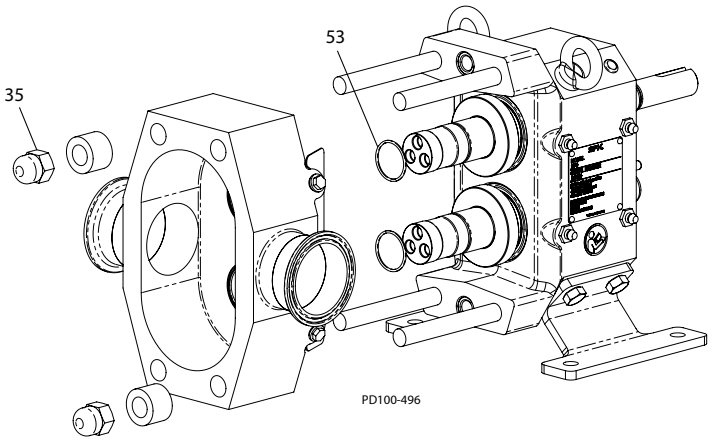

Afbeelding 54 - Installatie van het huis
1. Installeer de o-ringen van de motornaaf (Afbeelding 54, item 53) in de groef van elke as.
3. Bevestig het huis aan de tandwielkast door gebruik van twee borgringen en dopmoeren (item 35) aan tegenoverliggende hoeken van het huis. Raadpleeg Tabel 7 voor de vereiste nominale maten voor de pasringen.